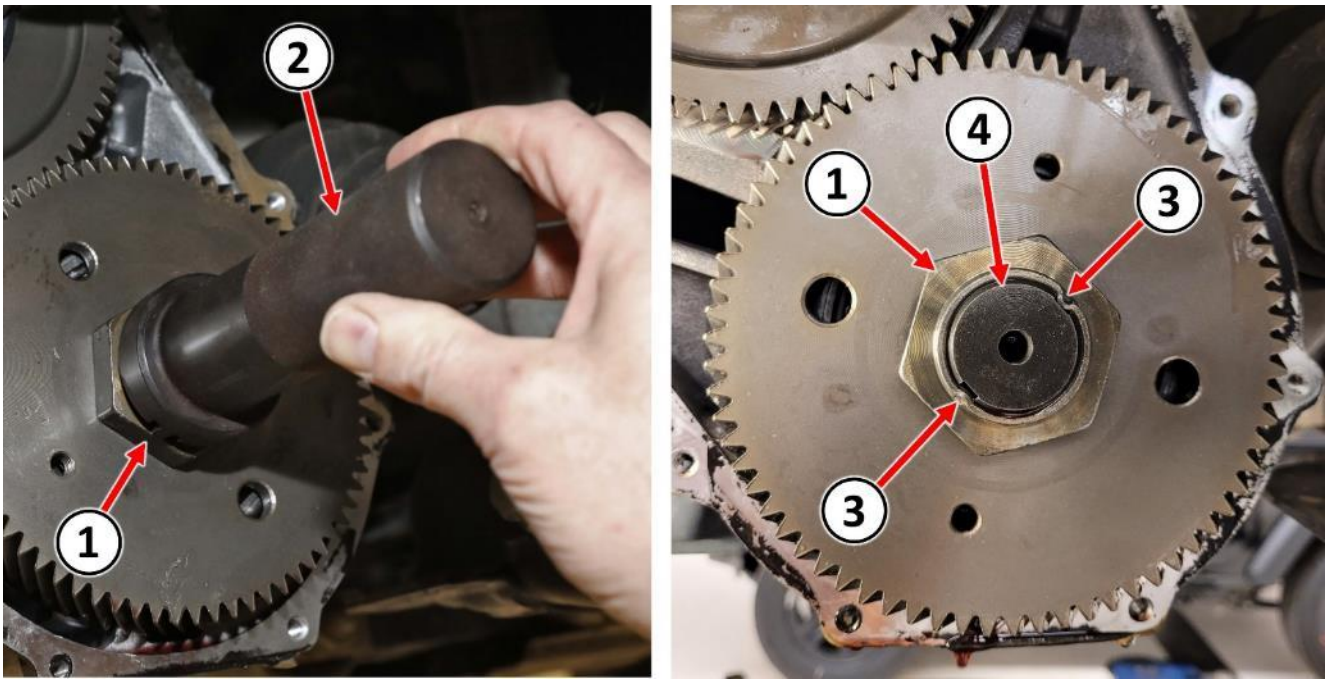

Figure 44 – Staking Transfer Gear Nut
78. Use Staking Tool 9721 (2), align the tool with the stake slots in the transfer shaft (4) then stake the **NEW** nut (1) (Figure 44).
79. Ensure the stakes (3) in the nut (1) are indented into the slots on the transfer shaft (4) (Figure 44).